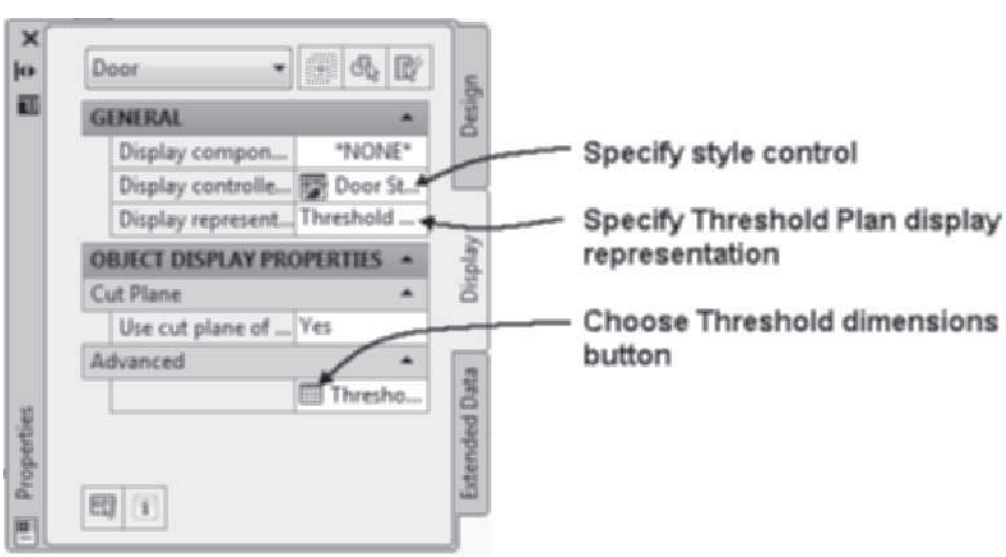

FIGURE 5.61 *Display tab of the Properties palette*
21. In this step a threshold will be added to the door style from within the **Display** tab of the Properties palette. Select the exterior door, right-click, and choose Properties. Choose the Display tab. Edit the Display tab as follows: Display representation = Threshold Plan, Display controlled by = Door Style: Hinged–Single Exterior, and Display component = None. Choose the Threshold dimension button as shown in Figure 5.61.